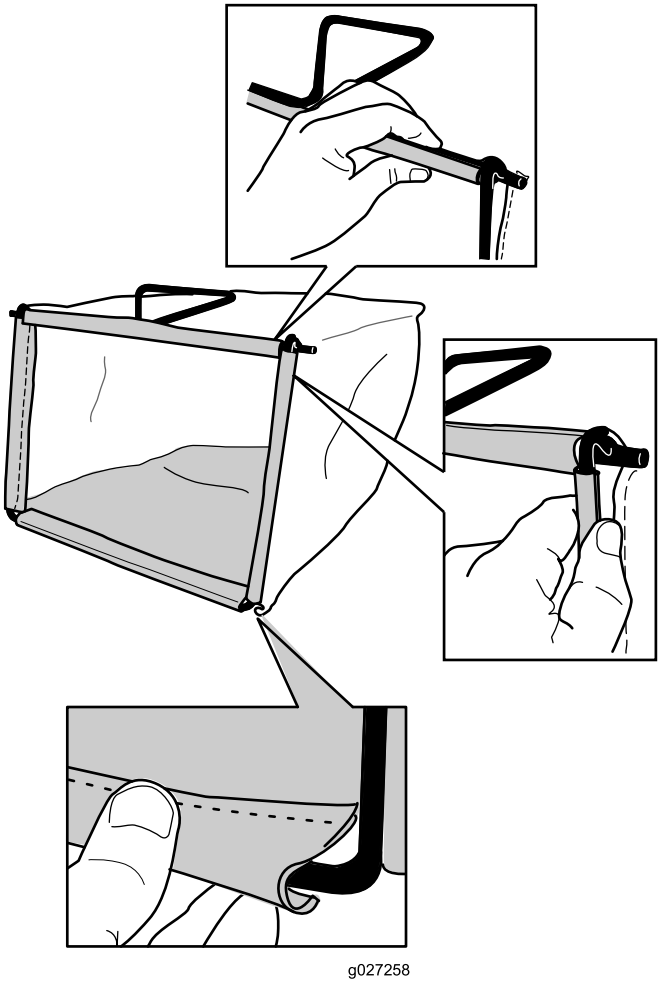

Figure 6
2. Hook the bottom channel of the bag onto the bottom of the frame (Figure 6).
3. Hook the top and side channels of the bag onto the top and sides of the frame, respectively (Figure 6).
3. Insert a couple of fingers into the opening of the starter and push the control lever toward the handle (Figure 6).